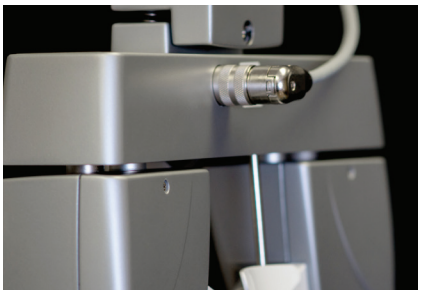

Figure IS-04, Phoroptor Connected
2. Connect the cable by turning the metal collar clockwise until it is fully secure. Refer to figure IS-04.